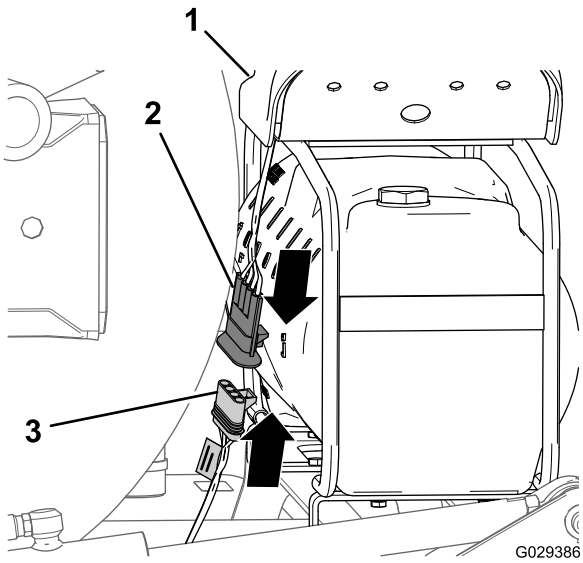

Figur 17
1. Rikta in kontakten med fyra uttag på finputsningssatsens kablage i änden av kablagedelen på 236 cm mot kontakten med fyra stift på kompressorns kablage (Figur 17).
2. Sätt i kontakten med fyra stift i kontakten med fyra uttag (Figur 17).